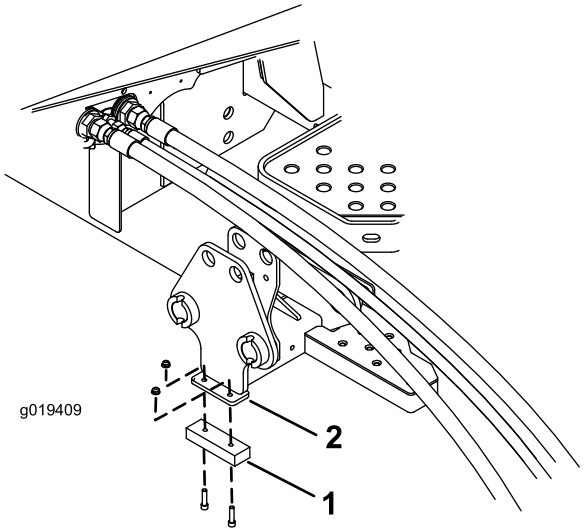

図 5
3. ブラケットの下側にバンパーを取り付ける；ねじ（1/4インチ）を2本とナットを使用する（図 5）。